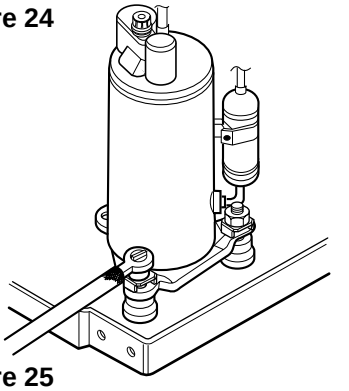

Figure 25
7. Re-install by referring to the removal procedure above. (See Figure 25)